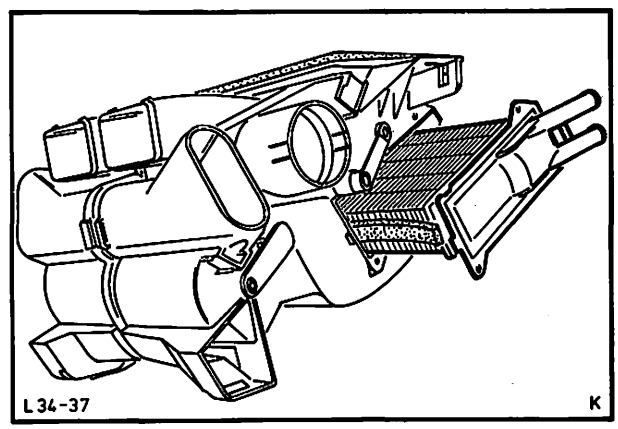

Abb. 41 Wärmetauscher einbauen
7. Wärmetauscher einsetzen und festschrauben, Abb. 41.